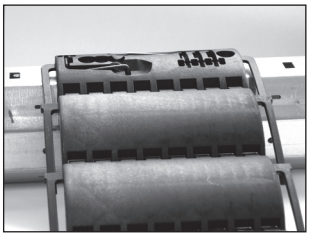

Bild 3
4. zum Abschluss die erstgenannte Drahtfeder ebenfalls einclipsen (Bild 3)